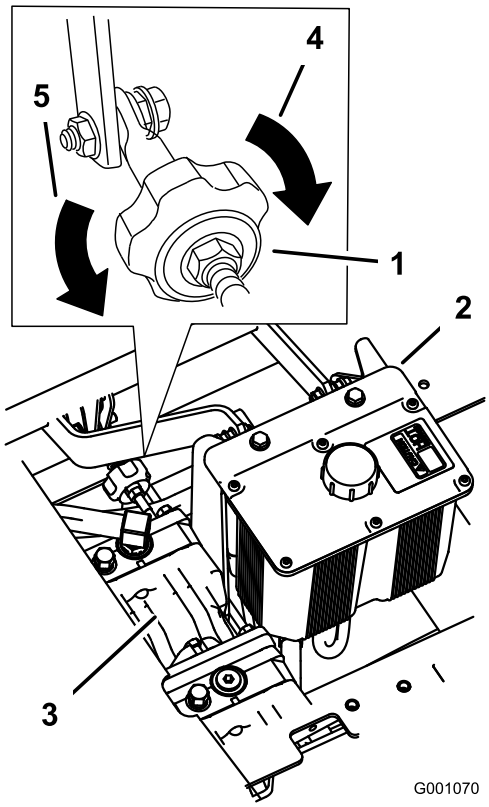

Figur 73
2. Juster pumpestangens længde ved at dreje knappen i den rigtige retning, indtil hjulet står stille eller kryber en smule i bakgear (Figur 73).